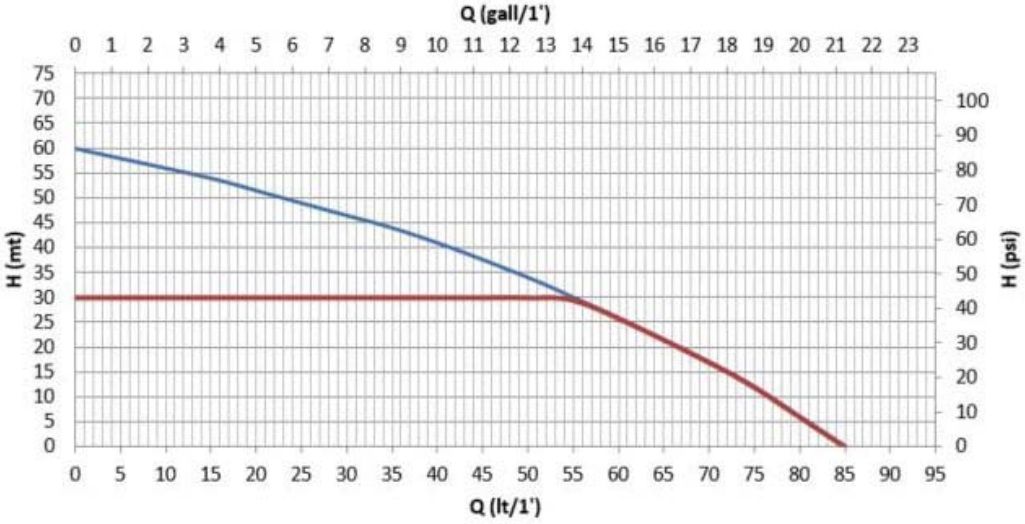

Rysunek 2
Wykres na rysunku Rys.2 przedstawia krzywą osiągów hydraulicznych. Falownik modulując automatycznie prędkość obrotu elektropompy, pozwala jej samej przesunąć punkt pracy w zależności od konieczności, w jakiejkolwiek strefie własnej krzywej w celu utrzymania ustawionej wartości stałego ciśnienia (SP). Czerwona krzywa przedstawia zachowanie się systemu z setpoint ustawionym na 3,0 bar (43.5 psi).